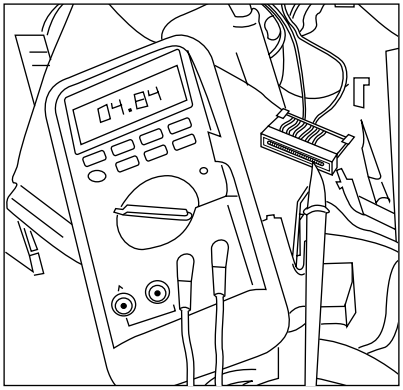
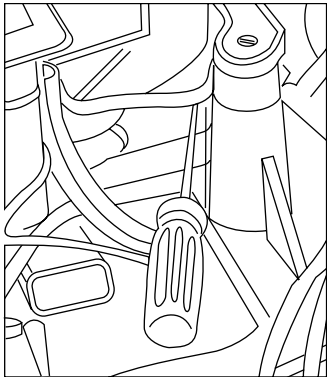

Figure 3-15. Checking for 5 Volts
Figure 3-16. Adjusting Voltage
6. Locate the keyboard connector to check for 5 volts DC. Using a DVM, connect the GND (-) probe to the screw that holds the keyboard to the chassis, and connect the POS (+) probe to the 5-volt lead on the TOP ROW of the keyboard connector, second from right (*Figure 3-15*). Turn on the cash register. If the voltage is less than 5 volts, locate the voltage adjustment hole on the power supply case behind the card cage (*Figure 3-16*). Using a flexible screw driver, adjust the potentiometer until the voltage is 5.0 to 5.1 volts. Turn off the register and remove the DVM.